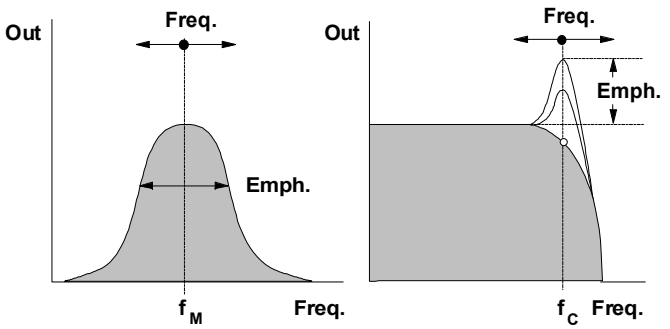

Abb. 1: Typische Durchlasskurven der Filtertypen Bandpass und Tiefpass
❶	**Audio In** :	Filtereingang
❷	**BP**, **6 db LP** ... **48 db LP** :	Filterausgänge
❸	**CV 1** ... **3** :	Steuerspannungseingänge für Filterfrequenz
❹	**Feedb.** :	externer Eingang für Resonanz
① Freq.
Mit dem Regler ① stellen Sie manuell die **Filterfrequenz** ein, d.h. für den **Bandpaß** die Mittenfrequenz $\mathbf{f_M}$, für den **Tiefpaß** die Cutoff-Frequenz $\mathbf{f_C}$ (s. Abb. 1).
⑤ Emph.
Der Regler ⑤ dient zur Einstellung der **Filterresonanz**. Beim Bandpaß ändern Sie damit die Bandbreite, beim Tiefpaß heben Sie das Frequenzband im Bereich der Filterfrequenz f_C an (s. Abb. 1 bis Abb. 4). Nahe der Maximalposition des Resonanzreglers setzt die Selbst-Oszillation des Filters ein; das Filter arbeitet als **Sinus-Oszillator**. Das Filter kann nun als eigenständige Tonquelle verwendet werden.